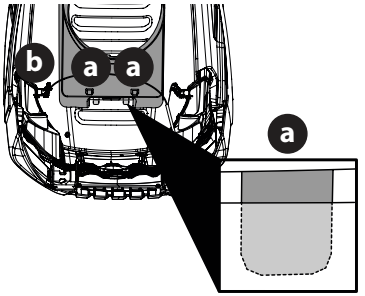

Fig. 11
2. Con las lengüetas traseras instaladas, inserte las lengüetas delanteras (a) en el pleno (b) como se muestra en la Fig. 11.